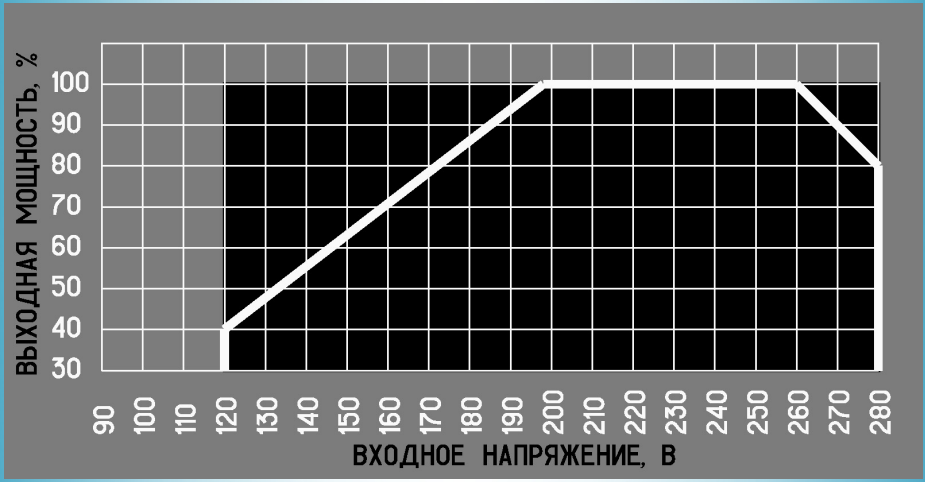

Рис. 3.
10.1.1. Суммарная полная мощность всех подключаемых к инвертору потребителей не должна превышать величины 70% максимальной или 100% номинальной длительной мощности прибора, только если входное напряжения сети находится в пределах от 190В до 260В. При возможном изменении входного напряжения в пределах от 160В до 270В суммарная полная мощность всех подключаемых к инвертору потребителей не должна превышать величины 50% от максимальной мощности прибора. При возможном изменении входного напряжения в пределах от 140В до 270 В следует руководствоваться зависимостью на рис. 3 при определении максимальной мощности нагрузки. Невыполнение данного требования может привести к частому нежелательному срабатыванию средств защиты от перегрузки блока стабилизатора в составе инвертора с отключением потребителей электроэнергии, а также к сокращению срока службы изделия и его преждевременному выходу из строя.